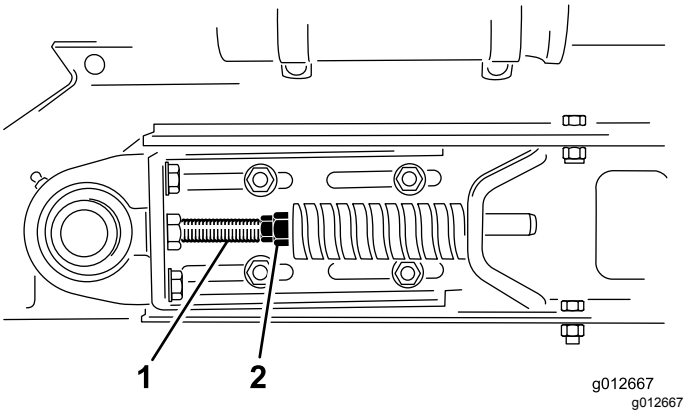

Rysunek 25
1. Poluzuj przednią i tylną nakrętkę zabezpieczającą na cięgnie w celu zwolnienia naciągu sprężyny (Rysunek 25).